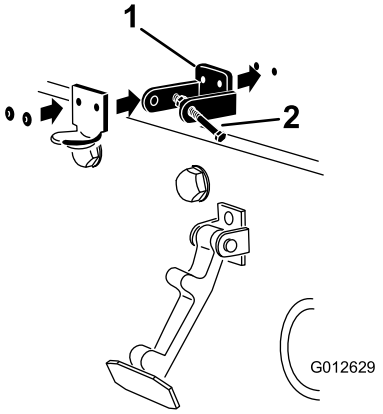

Figur 8
3. Når du nivellerer monteringshullerne, skal du placere CE-låsebeslaget og hjelmlåsebeslaget på motorhjelmen. Låsebeslaget skal være placeret mod hjelmen (Figur 8). Fjern ikke samlingsbolt og -møtrik fra låsebeslagets arm.
5. Nit beslagene og låseskiverne fast til hjelmen (Figur 8).